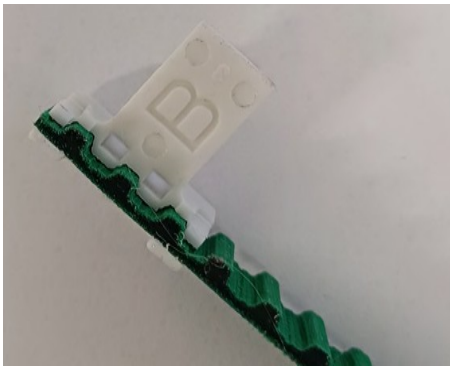
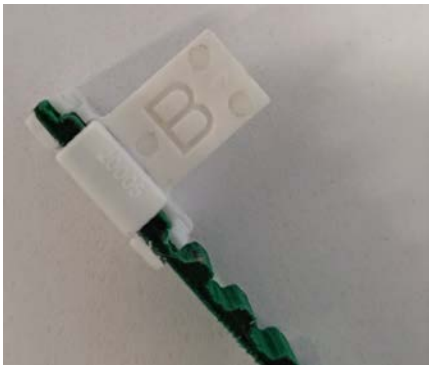

Рис. 3.2
Рис. 3.3
3.1.1. Надеть *Соединитель ремня наклонный (801402-0000)* на край *Ремня, 100кг (801061-0000)* (Рис. 3.2) и зафиксировать его (Рис. 3.3).